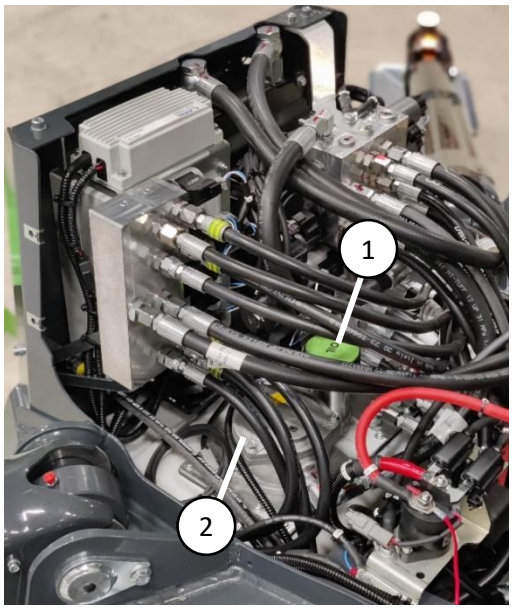

Rysunek 22. Zbiornik oleju hydraulicznego
Wymianę oleju hydraulicznego można wykonać przez filtr ssący lub przez korek zbiornika oleju hydraulicznego (rysunek 22 (1)), używając pompy ssącej. Filtr próżniowy znajduje się w dolnej części obudowy za klapą serwisową (rysunek 23). Olej hydrauliczny można spuścić, odłączając wąż pompy cofania (rysunek 23 (1)) od filtra próżniowego.
Filtr powrotny oleju hydraulicznego (rysunek 22 (2)) znajduje się na górze zbiornika oleju hydraulicznego z tyłu podwozia. Aby wymienić filtr, należy otworzyć pokrywę obudowy filtra i wymienić wkład filtra na nowy. Przed ponownym zamontowaniem pokryw na maszynie upewnić się, że nie ma wycieków.
Sprawdzenie poziomu oleju hydraulicznego umożliwia prętowy wskaźnika poziomu w pokrywie filtra (rysunek 22 (1)). Przy platformie dostępowej w położeniu transportowym (wysięgniki opuszczone, a podpory wysuwne całkowicie podniesione) poziom oleju powinien sięgać górnego oznaczenia na prętowym wskaźniku.